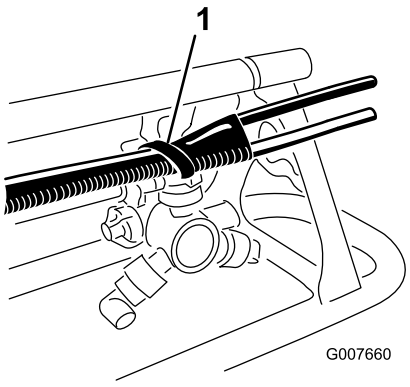

Figur 8
B. Ret enden af slangen ind efter enden af den øverste støttestang. Brug et plastikbånd til at fastgøre skumslangen til afstiveren vha. hullerne i afstiveren (Figur 8).